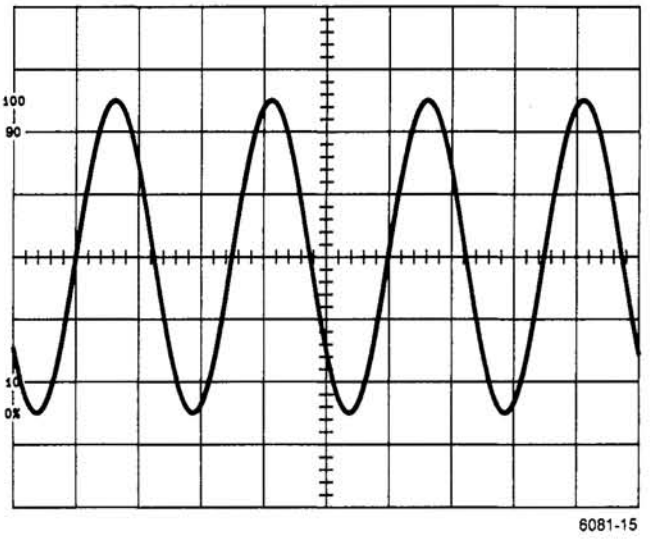

Figure 5-2. 2 ns Timing.
c. ADJUST—2 ns Timing (C807, C814) for 1 cycle for each 2.5 divisions over the center 8 divisions. See Figure 5-2. Use the vertical transition of the sine wave instead of the peaks for better accuracy.